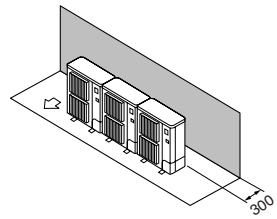

Fig. 3-11
① Hindernisse nur auf der Rückseite (Fig. 3-11)